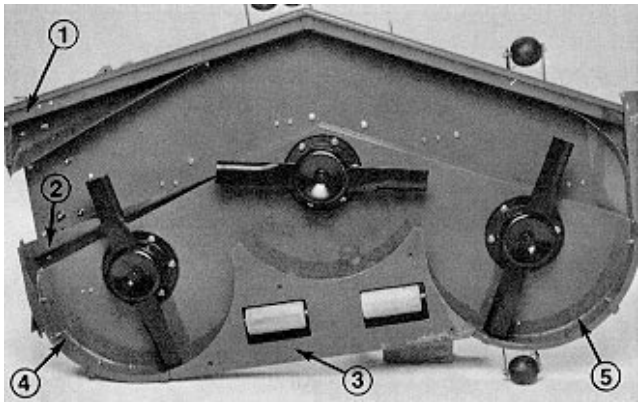

Figure 11
1. Insert front deflector into deck, aligning end of deflector with edge of discharge opening (Fig. 11 & 12).
2. Using deflector as a template, mark and drill (3) 11/32" dia. holes thru front and top of deck.
3. Secure (2) front mounting tabs of deflector to deck with 5/16−18 x 5/8" lg. capscrews and 5/16−18 locknuts.
9. Align left shelf with left end of rear shelf and edge of deck (Fig. 11 & 14).
11. Align right shelf with right end of rear shelf and edge of deck (Fig. 11 & 16). Using left shelf as a template, locate, mark and drill (3) 9/32" dia. holes in deck.
12. Secure right shelf to deck with (1) 1/4−20 x 1" lg. capscrew, (2) 1/4−20 x 3/4" lg. capscrews and (3) locknuts. Capscrew heads to be positioned on the inside of deck.